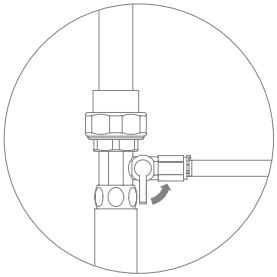

Рис. 19
5. Откройте подачу воды (рис. 19). После заполнения фильтра водой закройте кран чистой воды, проверьте фильтр на герметичность.